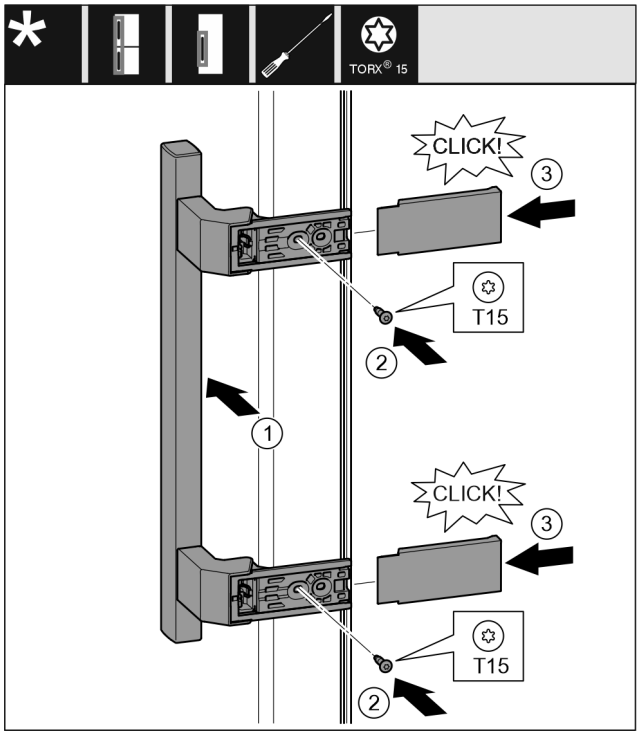

Fig. 18
- ▶ Griff auf der Gegenseite ansetzen. *Fig. 18 (1)*
- ▶ Schrauben mit Schraubendreher T15 festschrauben. *Fig. 18 (2)*
- ▶ Abdeckungen seitlich ansetzen und aufschieben. *Fig. 18 (3)*